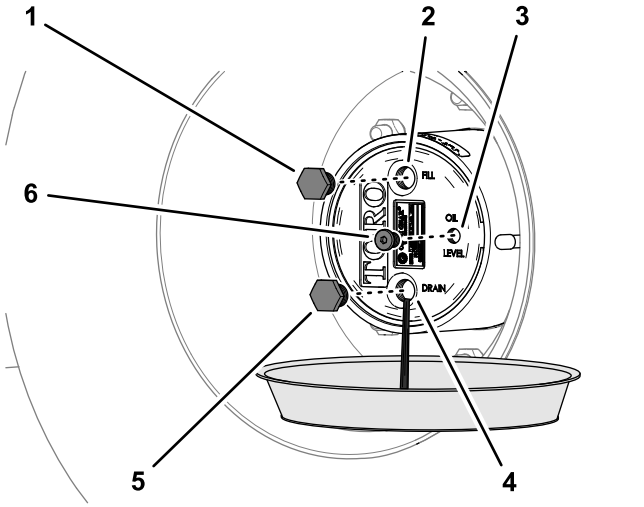

図 99
2. プラネタリギアドライブのハブの下にオイル回収容器を置き、ドレンプラグ、補給プラグ、点検プラグを外してオイルが抜けるのを待つ図 99。